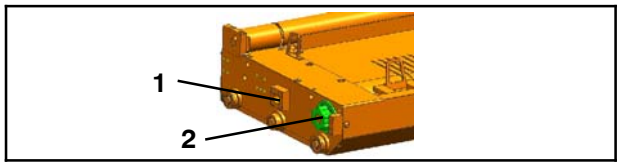

Fig. 92 Cassette
3. Graisser le trou de l'éclisse (Fig. 92/1) dans lequel le goujon de verrouillage pneumatique s'insère avec Gleitmo 810
4. Graisser le disque d'entraînement denté (Fig. 92/2) avec un peu de Gleitmo 810